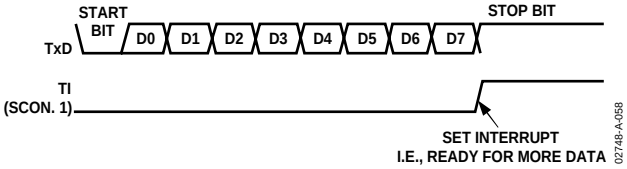

*Figure 51. UART Serial Port Transmission, Mode 1*
Transmission is initiated by writing to SBUF. The write-to-SBUF signal also loads a 1 (stop bit) into the ninth bit position of the transmit shift register. The data is output bit by bit until the stop bit appears on TxD and the transmit interrupt flag (TI) is automatically set as shown in Figure 51.